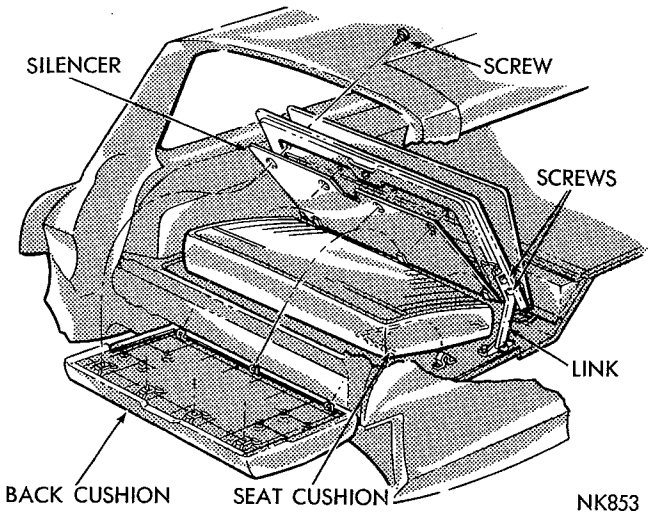

*Fig. 34—Third Seat Back and Cushion*
(1) With third seat back in the UP position (Fig. 34) remove the seat hinge links screws.
(2) Remove seat back and support panel assembly.
(3) The seat back cushion is retained with screws to the seat back panel.
The third seat cushion (Fig. 34) is attached to hinges which in turn are attached to the quarter inner panels by screws.